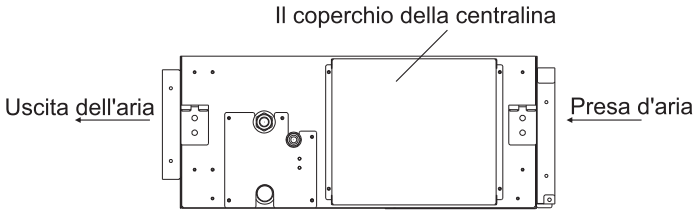

Fig.6.1 Rimuovere le viti sulla centralina.
- Per serrare il cablaggio, utilizzare il materiale di fissaggio incluso come mostrato in Fig. 6.1 per evitare di esercitare pressione esterna sui collegamenti elettrici e serrare saldamente.
(1) Come mostrato nella Fig. 6.1, rimuovere le viti dalla centralina.
(2) Collegare il cavo di alimentazione e il cavo di terra al terminale principale.
(3) Il cavo del telecomando si collega alla morsettiera.
(4) Collegare l'alimentazione delle unità interna ed esterna alla morsettiera principale.
(5) Collegare saldamente il cavo nella centralina
(6) Dopo aver terminato il cablaggio, sigillare il rispettivo foro con il materiale sigillante (con il coperchio) per evitare la formazione di condensa e l'ingresso di corpi estranei.